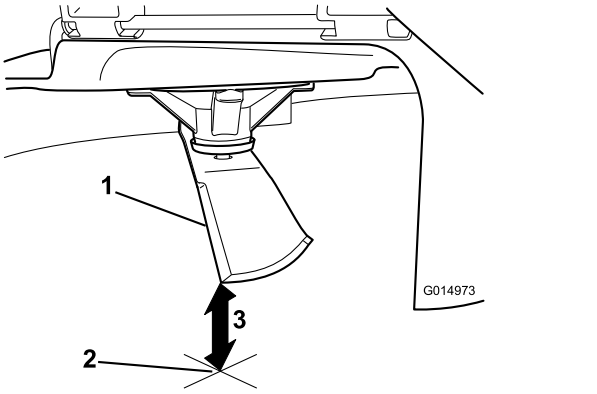

Figur 58
3. Mät från knivspetsen till den plana ytan (Figur 58).